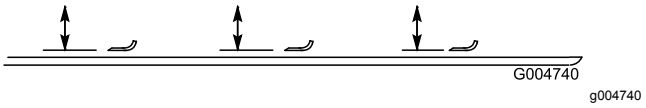

Figur 130
4. Drej skærekniven, indtil enderne vender fremad og bagud, og mål afstanden fra indersiden af plæneklipperskjoldet til skæret foran på skærekniven (Figur 130).